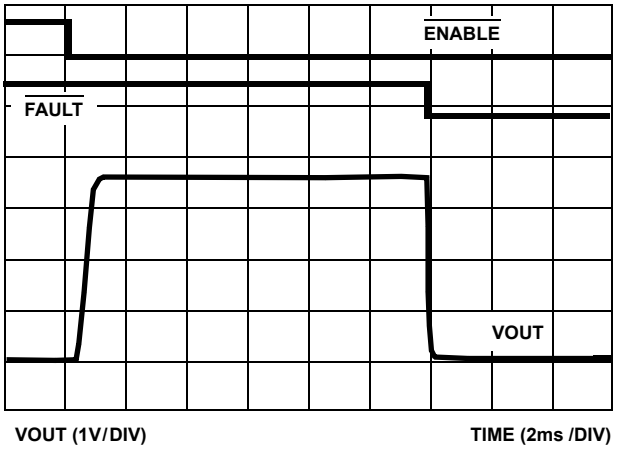
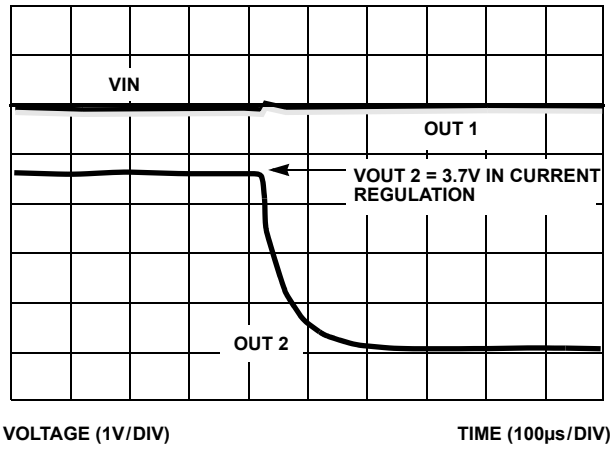

FIGURE 10. ISL6119L TURN-ON INTO 1.5A OCS
FIGURE 18. SWITCH FAULT INDEPENDENCE
During initial turn-on the ISL6119 prevents nuisance faults being reported to the system controller by blanking the fault signal for 12ms. This blanking eliminates the need for external RC filters necessary for other vendor products that assert a fault signal upon initial turn-on into a temporary high current condition. See Figures 10 through 12 for waveform examples.
The primary function of any OC protection device is to quickly isolate the voltage bus from a faulty load. Unlike many other IC products that sense the IC thermal condition (the monitored IC junction temperature depends on a number of factors the most important of which are power dissipation of the faulted and adjacent switches and package temp) to isolate a faulty load, the ISL6119 uses an internal 12ms timer that starts upon OC detection. Once an OC condition is detected the appropriate output is current limited for a maximum of 12ms to allow transient conditions to pass before latch-off. This time to latch-off is independent of device thermal or adjacent switch condition. See Figure 18 for waveforms illustrating independent latch-off.
An overcurrent (OC) condition can be invoked on both the ISL6119 and the PPTC by driving TP11 to +6V, causing SW1 to close and a nominal 1.5A load is imposed. This represents a current over load to the ISL6119 and is thus quickly current regulated to the 1A limit. If the OC duration extends beyond the nominal 12ms of the internal ISL6119L timer then the output is latched off and the fault output is asserted by being pulled low turning on the appropriate FAULT LED, see Figure 10. (Please note: the labeling for FAULT-1 and FAULT-2 is reversed). The eval board is designed to only invoke an OC condition on channel 2 (TP4) so that a channel to channel isolation evaluation in the presence of an OC condition can be evaluated. See Figure 18.